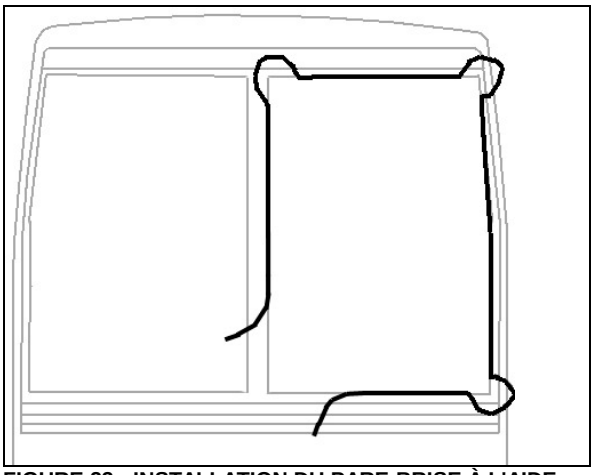

FIGURE 23 : INSTALLATION DU PARE-BRISE À L'AIDE D'UNE CORDE
- Insérer une corde dans la pièce extrudée en laissant assez de longueur à chaque extrémité pour faire une boucle. Vaporiser de l'eau savonneuse sur la corde et la pièce extrudée en caoutchouc (Figure 23).